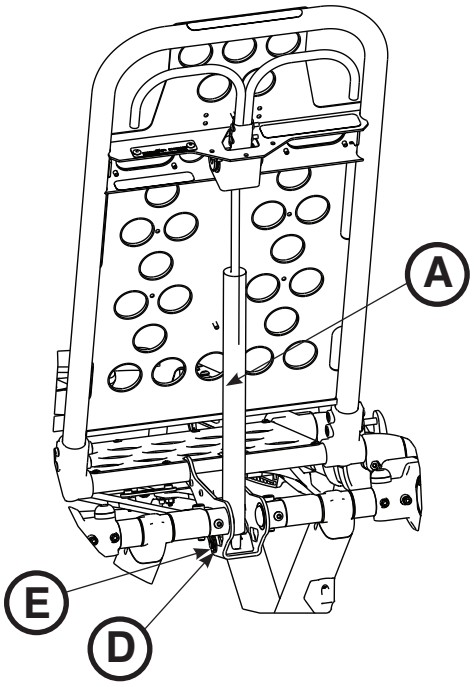
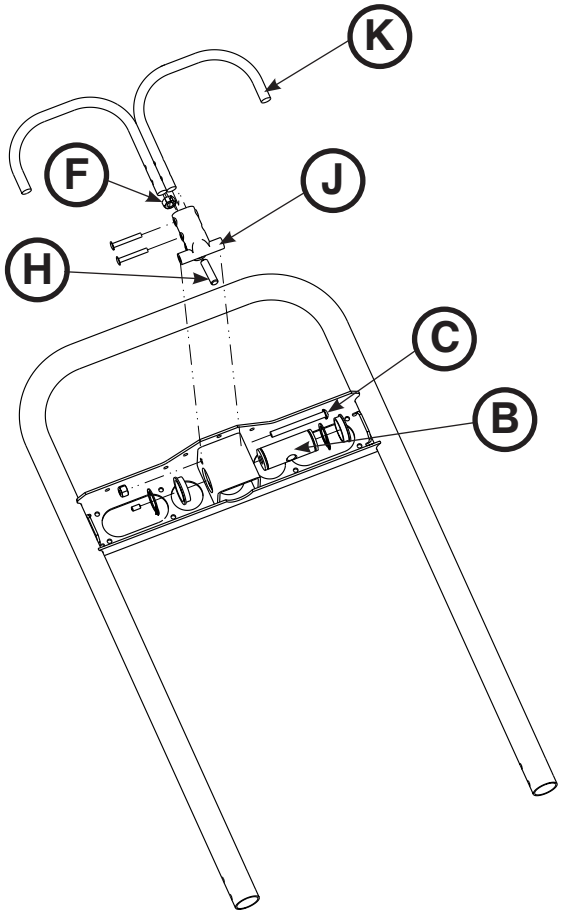

Figur 68
Figur 69
Bemærk: Inden man fortsætter med at justere ryglænet, skal man kontrollere, at cylinderen (A) er drejet helt ind i gaflen (B), så der ikke ses nogen gevind på cylinderens skaft. Hvis der ses gevind, skal man bruge en 3/32" unbrakonøgle til at fjerne sætskruen (C) i midten af gaflen. Fjern E-clipsen og stiften (D og E), der holder bunden af den pneumatiske cylinder, ved hjælp af en lille skruetrækker med kærv. Skru cylinderskaftet (A) helt ind i gaflen (B). Sæt E-clipsen og stiften (D og E) tilbage igen, og sæt sætskruen (C) i med Loctite® (Figur 68 og Figur 69).
2. Løsn ved hjælp af en 1/2" stjernegaffelnøgle den sekskantede møtrik (F) på ryglænets drejetap (J), mens sætskruen (H) holdes fast i drejetappen (Figur 69).
3. Drej sætskruen (H) med en 5/32" unbrakonøgle, indtil der ikke er nogen bevægelsesfrihed mellem udløsningshåndtaget til ryglænet (K) og udløserknappen til den pneumatiske cylinder (Figur 69).
5. Stram ved hjælp af en 1/2" stjernegaffelnøgle den sekskantede møtrik (F), mens sætskruen holdes fast i drejetappen (Figur 69).